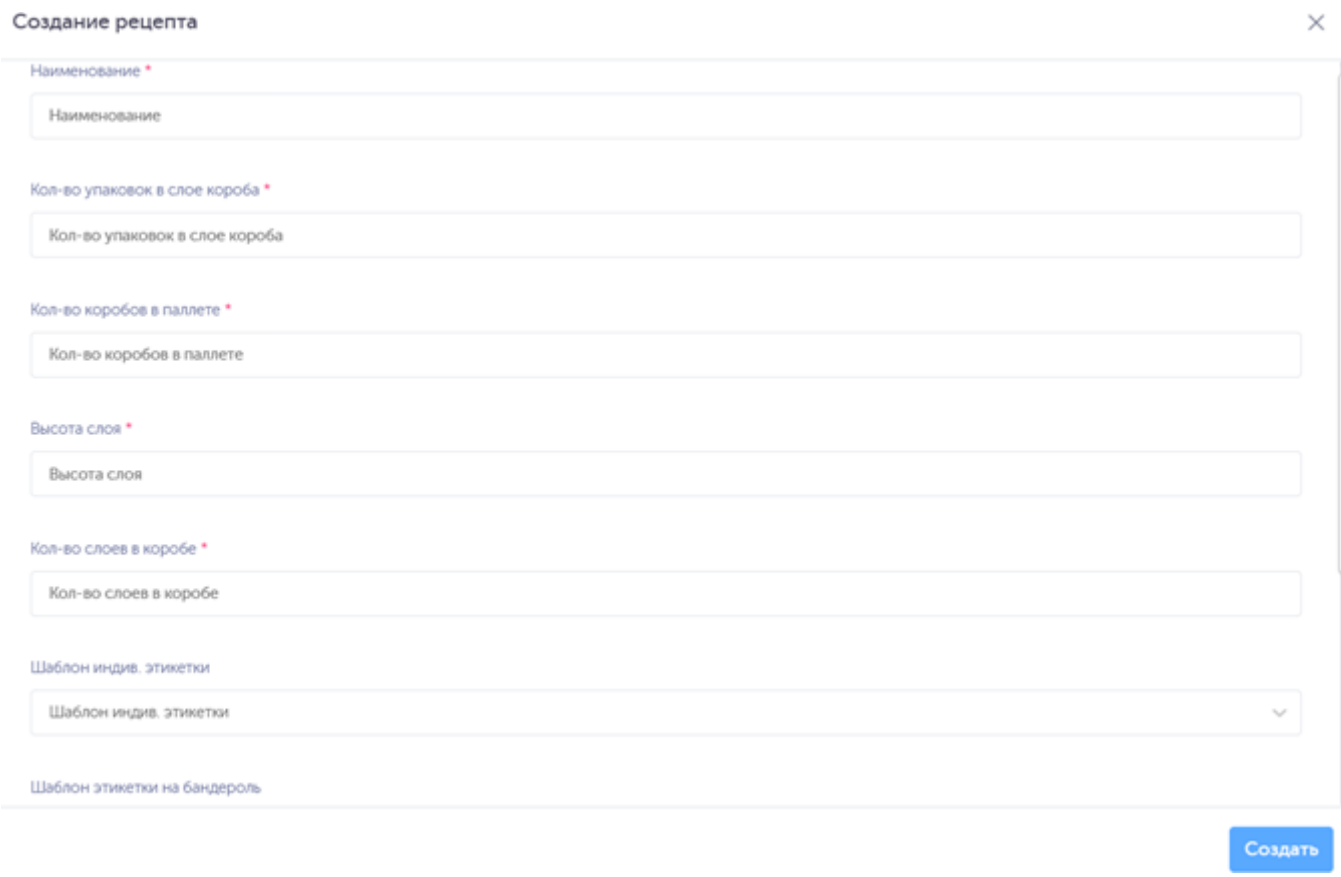

Рисунок 2-135
2) в открывшейся форме «Создание рецепта» (Рисунок 2-135) заполнить соответствующие поля;